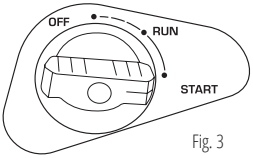

Fig. 3
4. Rotiți butonul de comandă al clapetei de aer în poziția „START" (Fig. 3).